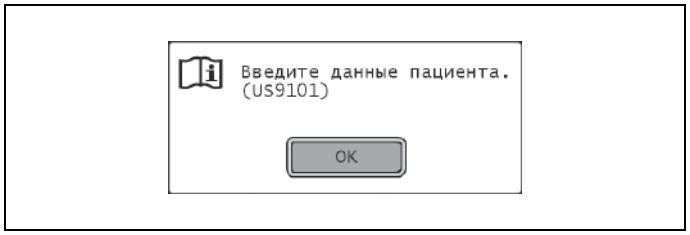

рисунок 7.241
- При подключении модели CV-180 данные изображений возможно сохранить, только если они содержат данные пациента. При попытке сохранения без предварительного ввода данных пациента отобразится окно, показанное на рис. 7.241. Введите данные пациента и повторите попытку сохранения.